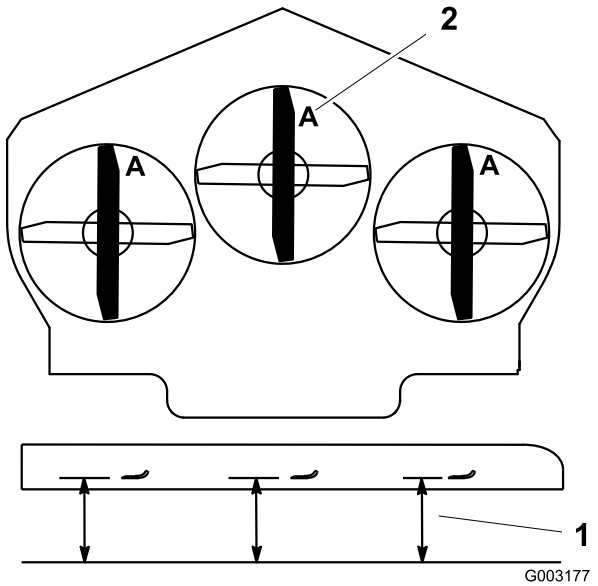

Figuur 82
3. Draai de messen totdat de uiteinden in de lengterichting liggen (Figuur 82). Meet de afstand tussen een horizontaal oppervlak en de snijrand, positie **A**, van de messen (Figuur 82). Noteer deze afstand.